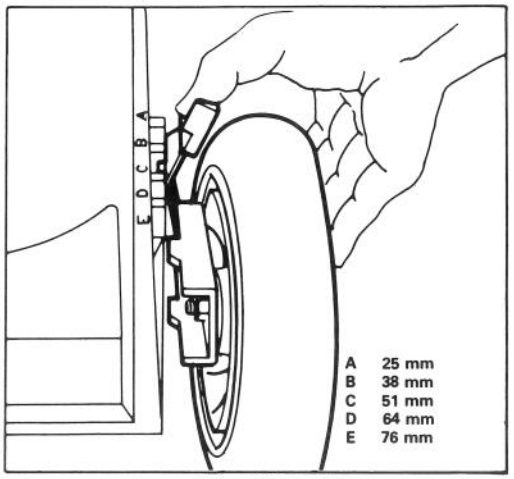

Afbeelding 13
De vijf letters gegraveerd in de huizing geven elke een toenemende graad van afstelling aan (Afb. 13).
2. Licht de huizing op, zodat het wiel van de grond is en u de hoogte gemakkelijker kunt afstellen. Druk de afstellingshefboom naar het wiel toe en zet hem op de gewenste stand (Afb. 13). Zorg ervoor dat de hefboom bij het afstellen in de inkepingen van de huizing valt. Stel alle wielen op dezelfde hoogte af.